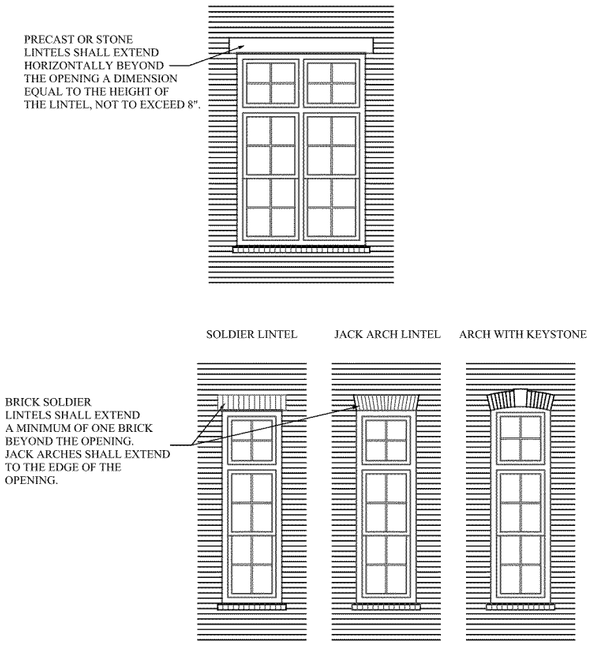

*Figure 16*
15. Brick soldier lintels (i.e., jack arches) shall extend a minimum of one brick beyond the opening and may project between 1/2” and 3/4” beyond the wall surface. See Figure 16.